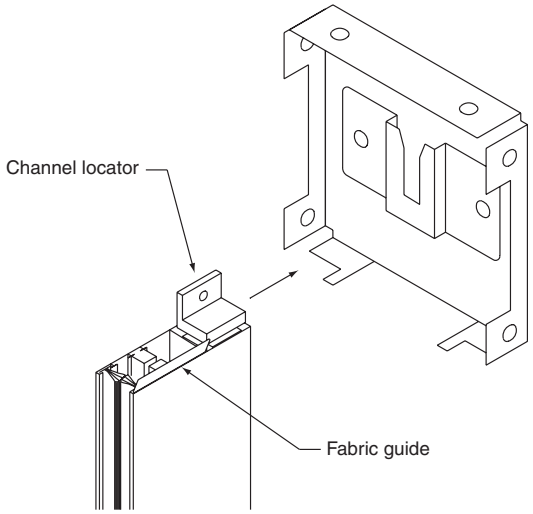

*Figure 6*
⑤ Install side channels *(NOTE: Insure side channels, headbox, and sill channel are square).*
A. Install channel locator and fabric retainer in the top of each side channel then slide into place (see Fig. 6).